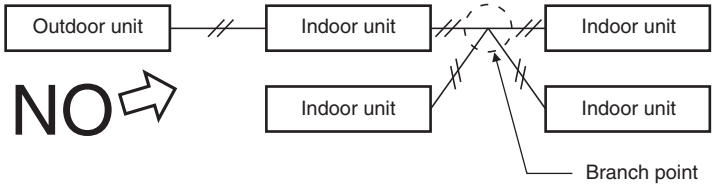

Fig. 4-4
(3) Do not install inter-unit control wiring such as star branch wiring. Star branch wiring causes mis-address setting. (Fig. 4-4)